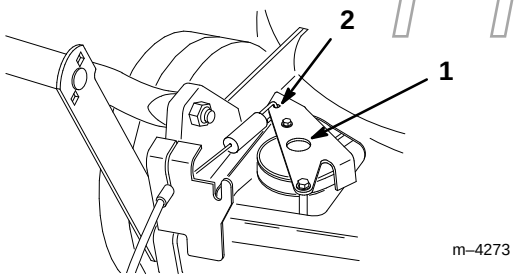

Abbildung 24
4. Den Antriebsbügel nach unten drücken, bis er den Rasenmäher berührt, und den Bügel in dieser Position halten (Abb. 24).